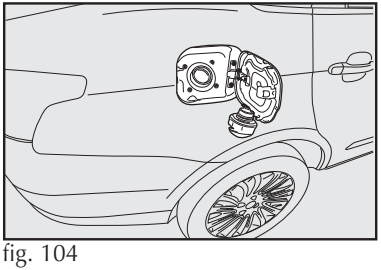

fig. 104
- após a retirada da tampa, encaixe-a no suporte existente na portinhola **fig. 104**.